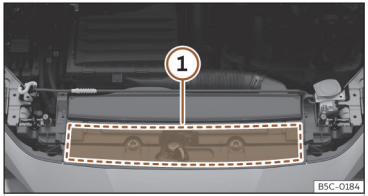

Abb. 222 Im Motorraum: Position des Aufklebers mit Motoröl-Spezifikationen
raums ››› (Abb. 222) ①. Bei Verwendung des empfohlenen Motoröls kann das Motoröl so oft wie erforderlich nachgefüllt werden.